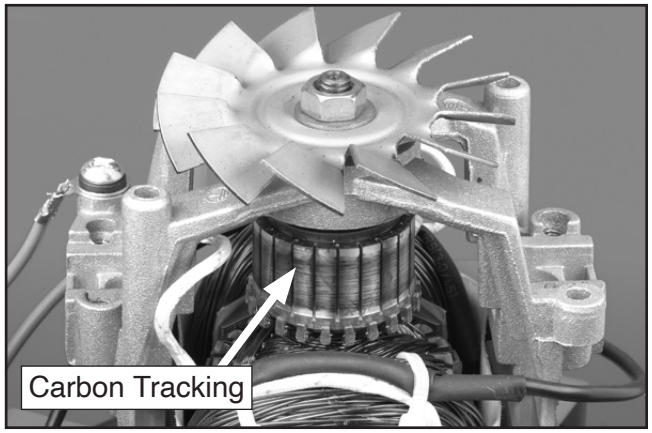

Figure 39. Carbon tracking on commutator surface.
9. Inspect commutator surface for carbon tracking (see **Figure 39**).
— If commutator only has minor wear and black-colored carbon tracking (see **Figure 39**), use fine crocus cloth to polish surface where brushes ride. DO NOT use emery cloth or sandpaper to clean commutator, or you could make it "out-of-round," which will cause new brushes to arc, overheat, and wear out quickly.